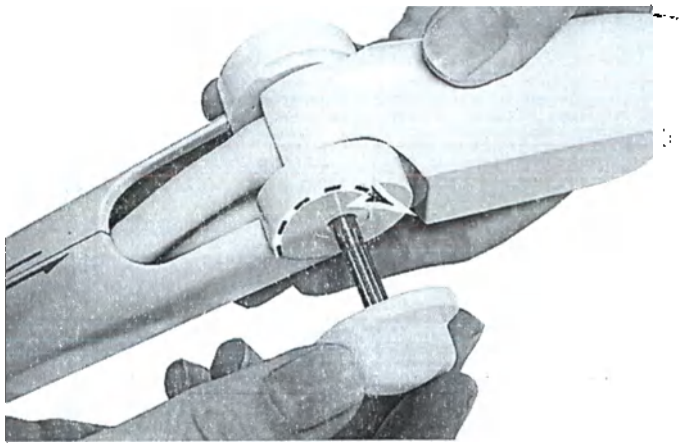

Рис. 11-23. Сборка замка датчика
3. Вставьте регулятор и затяните его, поворачивая по часовой стрелке, до полной фиксации; см. Рис. 11-23.